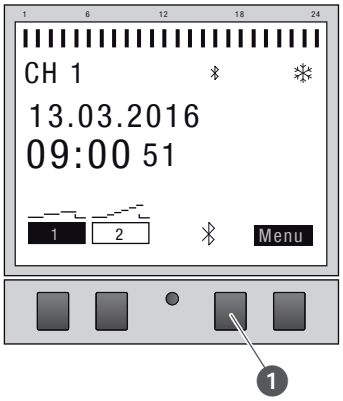

Fig. 27: Establishing a Bluetooth connection to the DIN-rail timer
1. Press the Bluetooth button (Fig. 27/❶) on the DIN-rail timer.